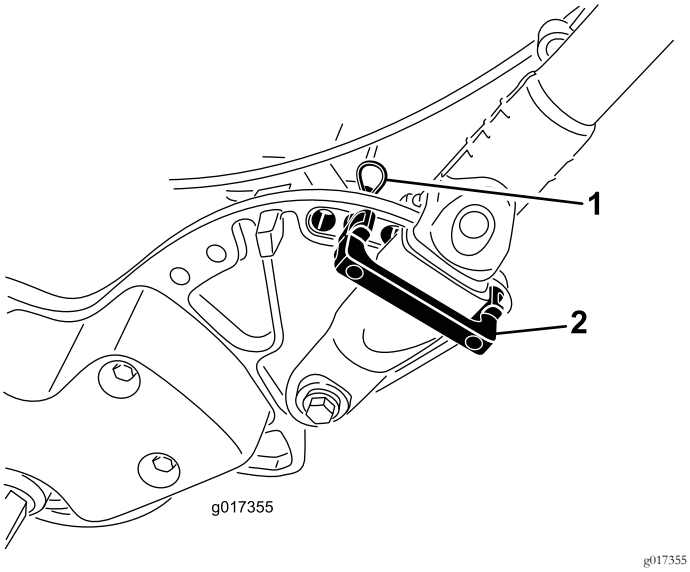

Rysunek 11
1. Podtrzymując uchwyt, usuń opaski zaciskowe mocujące obejmy uchwytu do płyt bocznych (Rysunek 11).
2. Obróć uchwyt do wymaganego położenia roboczego, wsuń element ustalający uchwytu przez obejmę uchwytu oraz do pasujących utworów w płycie bocznej (Rysunek 11).
3. Zamocuj obejmę w danym miejscu za pomocą zawleczki (Rysunek 11).